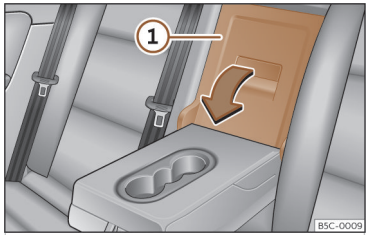

Abb. 190 An der Rücksitzlehne: Öffnung der Durchladeeinrichtung.
- Ziehen Sie den Entriegelungshebel in Pfeilrichtung und schwenken Sie den Deckel der Durchladeeinrichtung ››› **(Abb. 190)** ① vollständig nach vorn.